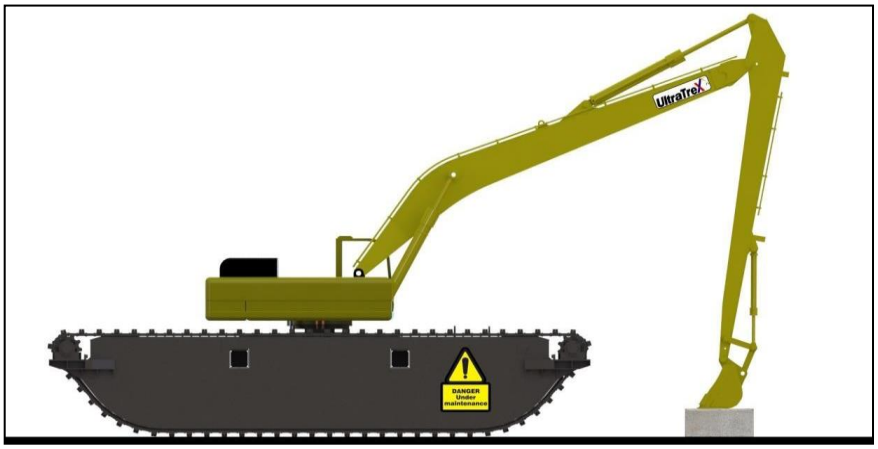

***Figure 5.1:*** Sign during inspection and maintenance
2. Before performing any inspection or maintenance on the machine, place an “INSPECTION / MAINTENANCE IN PROGRESS" sign in a place visible to others, to avoid unwanted incidents. Refer to Figure 5.1.